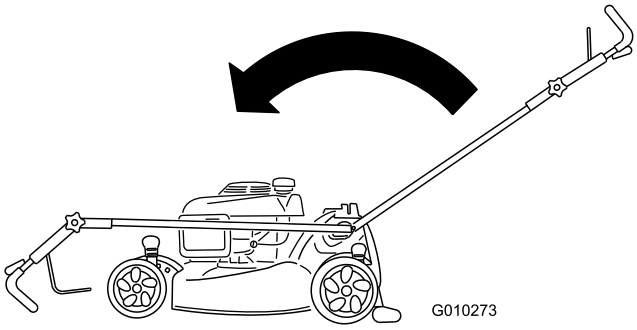

Figur 53
2. Flyt håndtaget hele vejen fremad og løsn den øverste håndtagsknap (Figur 53).